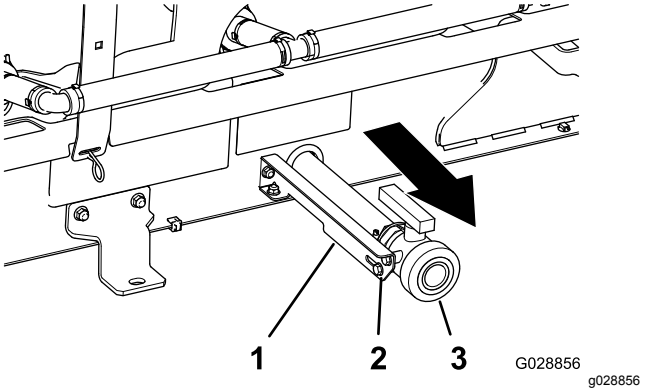

**Figur 11**
A. På venstre side av tanken løsner du de to flenshodeboltene som fester tappeventilen til ventilstøttebraketten (Figur 11).
B. Flytt tappeventilen helt utover i sporene på braketten (Figur 11).
C. Stram de to flenshodeboltene (Figur 11).